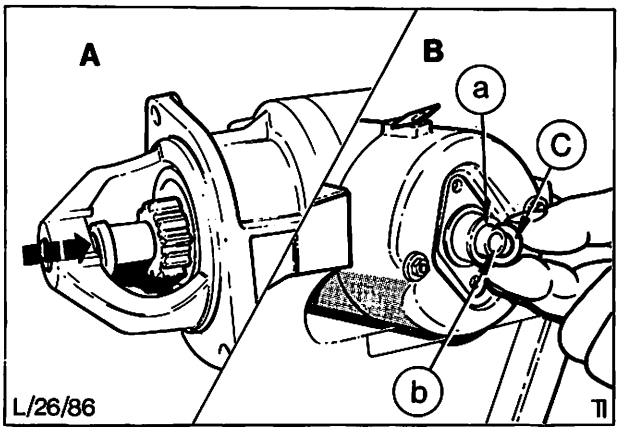

Abb. 102 A = Anker in die Lagerbüchsen schieben
23. Anker durch die Lagerbüchsen zum Kollektorlagerschild hin schieben, Abb. 102, damit das größtmögliche Vorstehmaß der Welle erreicht wird. Ausgleichscheiben von ausreichender Gesamtdicke auf die Ankerwelle aufsetzen, so daß der Anker bei montierter U-Scheibe kein Axialspiel aufweist. U-Scheibe montieren, Abb. 102.